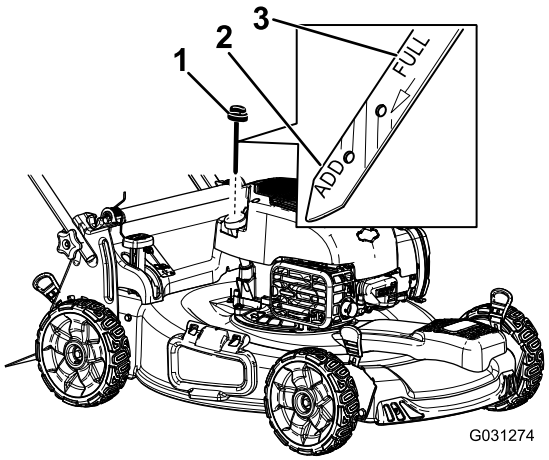

Figura 4
2. Retire la varilla (Figura 4).
3. Vierta lentamente aceite en el tubo de llenado hasta que el nivel llegue a la marca "Full" (lleno) de la varilla (Figura 4). **No llene demasiado.**